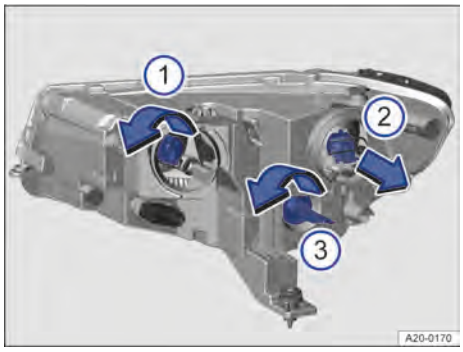

**Fig. 159** En el vano motor: cambio de lámparas en el faro derecho.
4. Gire el portalámparas → fig. 159 ① en el sentido de la flecha, hasta el tope, y extráigalo hacia atrás.
6. Coloque el portalámparas en el faro → fig. 159 ① y gírelo en el sentido contrario al de la flecha hasta el tope.
4. Extraiga el portalámparas → fig. 159 ② en el sentido de la flecha.
6. Coloque el portalámparas → fig. 159 ② en el faro y presiónelo hacia dentro, en el sentido contrario al de la flecha.
3. Gire el portalámparas → fig. 159 ③ en el sentido de la flecha, hasta el tope, y extráigalo hacia atrás.
5. Coloque el portalámparas en el faro → fig. 159 ③ y gírelo en el sentido contrario al de la flecha hasta el tope.